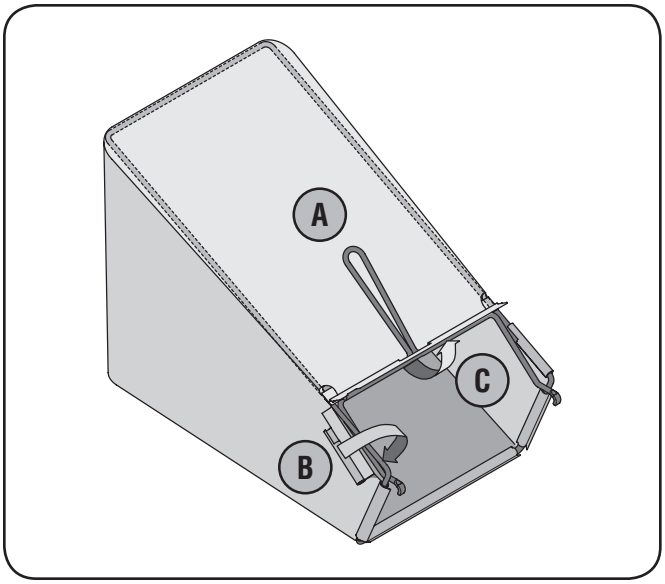

Figure 3-4
b. Slip plastic channel of grass bag over hooks on the frame. See Fig. 3-4. All the plastic channels except center top of bag attach from outside of bag.